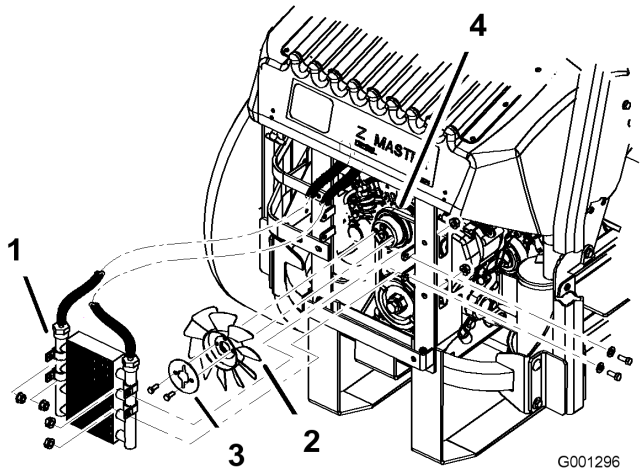

Figure 60
5. Enlevez les 4 boulons de fixation du refroidisseur d'huile et placez ce dernier sur le côté (Figure 60).
6. Enlevez les 2 boulons qui fixent le ventilateur et la plaque du ventilateur à la machine (Figure 60).
10. Montez le ventilateur et sa plaque sur la machine au moyen des 2 boulons retirés précédemment (Figure 60).
11. Remontez le refroidisseur d'huile au moyen des 4 boulons retirez précédemment (Figure 60).